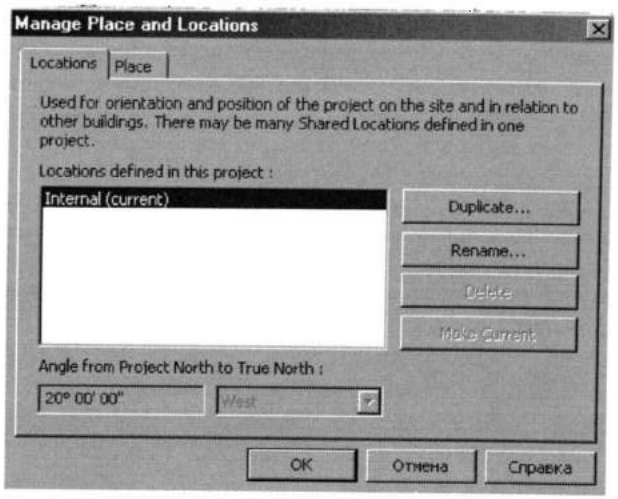

Рис. 31.12. *Управление именованными позициями*
1. На ленте **Manage** в разделе **Project Location** командой **Location** открыть бокс **Manage Location and Place** (Управление расположением и координатами) (рис. 31.12). На открытой по умолчанию вкладке **Location** перечислены все именованные позиции в основной модели.